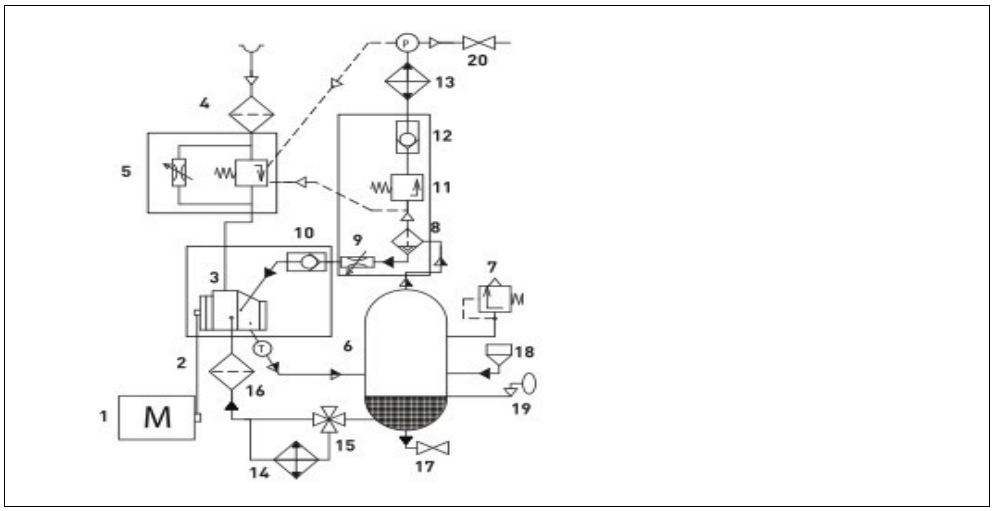

Rys. 2.1 Schemat ideowy A07...-A22...
2.4 Opis działania (patrz Rys. 2.1 i Rys. 2.2)